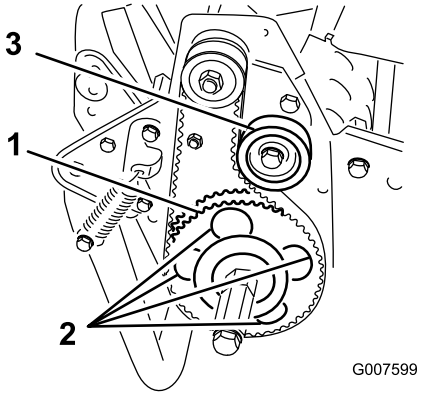

Figur 48
7. Vrid drivskivan tills hålen passar in med de fyra rullagrens flänsskruvar (Figur 48).
11. Justera remspänningen och dra åt mellanremskivans fästskruv (Figur 48).